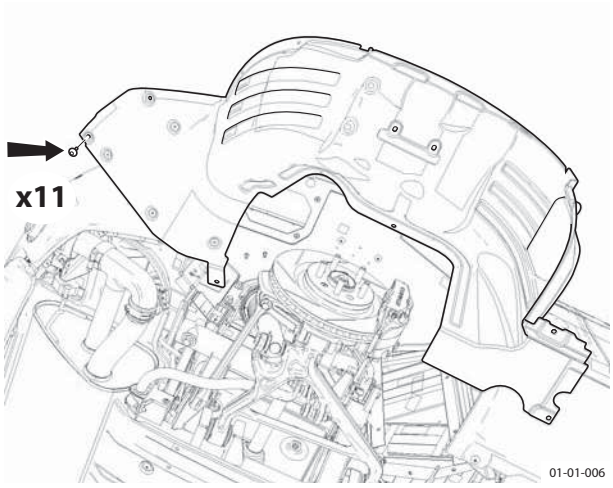

Figure 1
5. Remove screws (11), wheel arch liner to body (see Figure 1).